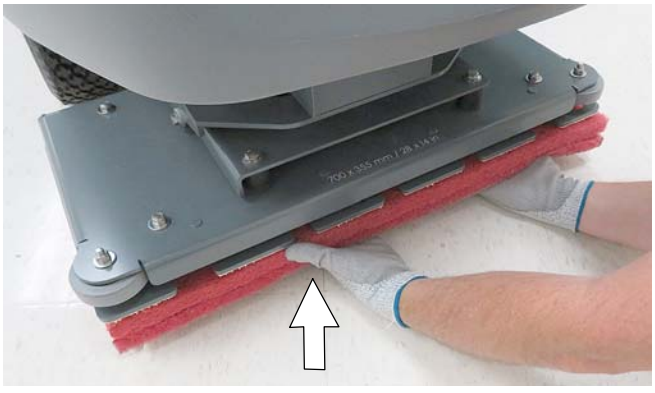

FIG. 18
3. Attach the two pads to the bottom of the scrub head (Figure 18). Make sure pad is centered on scrub head.